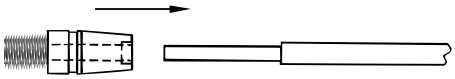

Fig. 2A. End Ferrule Repair
4. Apply drop of adhesive to fiberglass core end (in case of a splice, do one end at a time as in Fig. 2A) and spread over core with toothpick or nail.
5. Twist ferrule while inserting rod (Fig. 2A and 2B). Clean off excess glue.